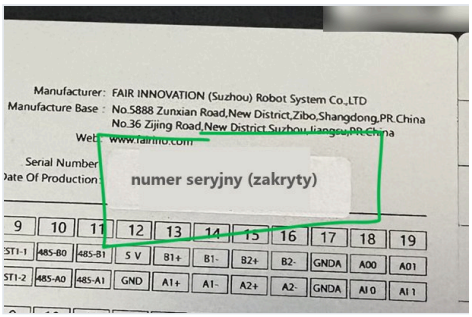

Rys. 18. Numer seryjny kontrolera: naklejka w polu Serial Number tabliczki znamionowej (przykład, numer zakryty).
3. Wpisz numer seryjny kontrolera z naklejki na tabliczce znamionowej (rys. 18) i kliknij **Aktywuj** *(Active)*.